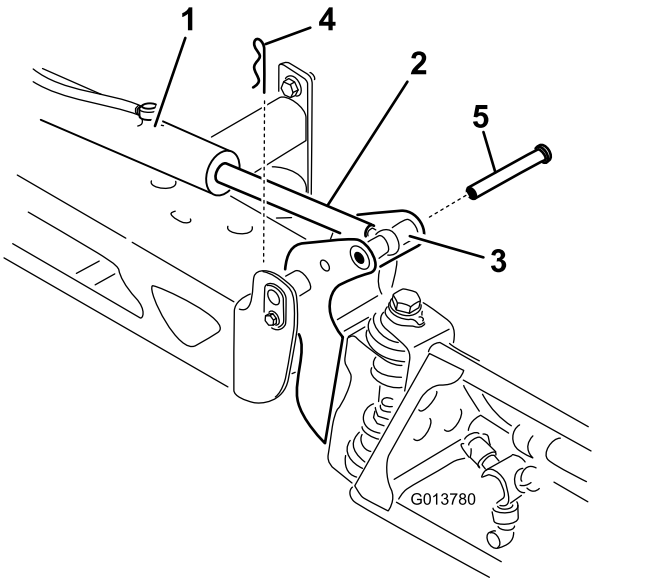

Bild 111
2. Nehmen Sie den Splint vom Lagerbolzen ab (Bild 111).
3. Heben Sie den Ausleger an und nehmen Sie den Stift ab (Bild 111), senken Sie den Ausleger dann langsam auf den Boden ab.
9. Halten Sie den Ausleger fest und stecken Sie den Stift durch beide Auslegerscharniere und dem Stangenende (Bild 111).